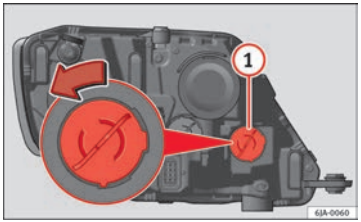

Fig. 157 Changing turn signal light bulbs
– Turn the bulb holder ⇒ Fig. 157 (1) anti-clockwise and remove it.